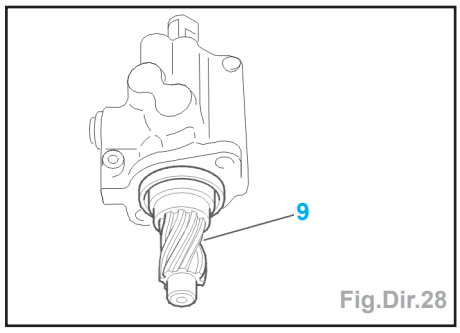

Fig.Dir.28
- Reposer un joint torique neuf (8).
- Graisser le pignon de crémaillère (9) (Graisse TOTAL N3924/TOTAL N3945) (Fig.Dir.28).